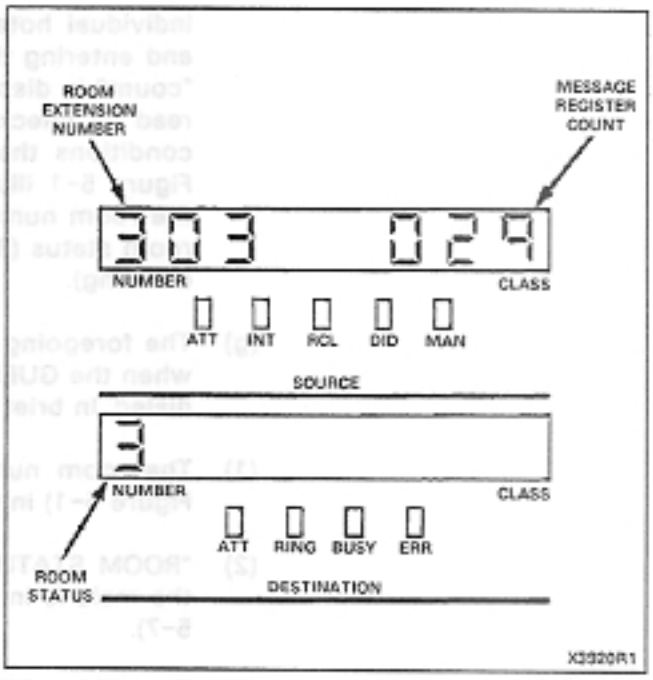

Figure 5-1 Typical Status Display
(a) The display of the status of each room can be given in respect to whether it is occupied (rented) or vacant, and whether it is clean or requires cleaning. In addition, the display indicates whether the maid is in the room. This display is accomplished by pressing the GUEST ROOM button and dialing the room number. Figure 5-1 shows a typical room display with status "3", indicating that the room is vacant but requires cleaning. If a period (.) appears after the status code, it indicates that a maid is currently in the room. Having pressed the GUEST ROOM button and dialed a room number, the supervisor can update the room status by dialing a special code (see Table 5-1). This
individual hotel's needs. By pressing the GUEST ROOM button and entering the room number, the room number and message "count" is displayed in the SOURCE display. The "count" can be read on checkout for charging purposes; then under the same conditions the register is cleared by pressing the "#" button. Figure 5-1 illustrates a typical display of this facility showing the room number (303), the message register total (29) and the room status (3 - indicating that the room is vacant but requires cleaning).
(1) The room number and the "MESSAGE REGISTER" status (see Figure 5-1) in the SOURCE display.
Supervisor uses GUEST ROOM button and dials room number to obtain a DESTINATION display (see 5.04 and Figure 5-1); digits 1-4 are shown, with a period (.) if the maid is in the room.